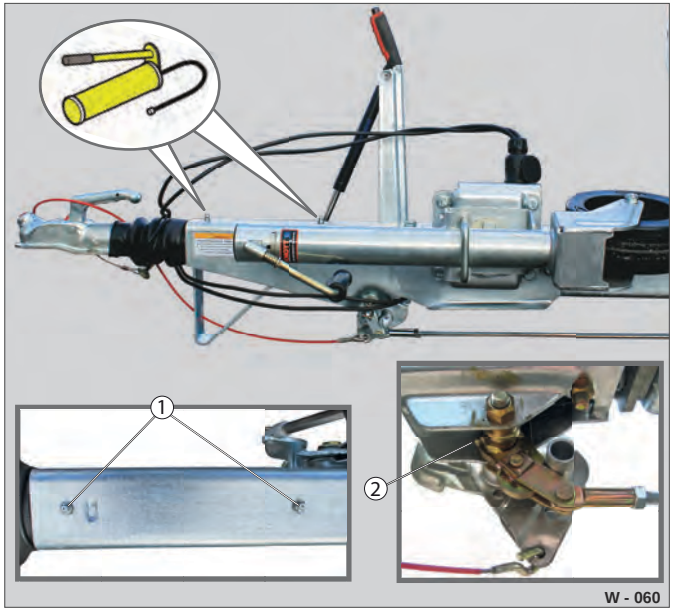

Fig. 49 Påløbsanordning: Smøresteder
- ▶ Smør påløbsanordningen ved hjælp af en fedtpresse på de øverste smørenipler (Fig. 49 /1).
- ▶ Smør omledningsanordningen via smøreniplen (Fig. 49 /2), og smør lejestederne med olie.